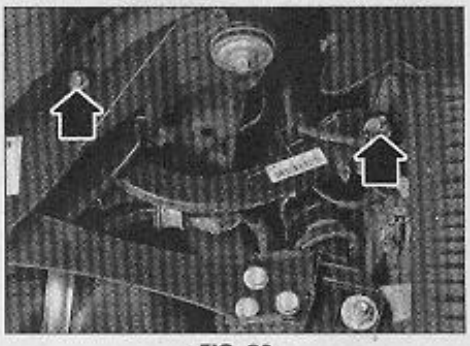

FIG. 20
• Déposer les fixations du bras transversal (Fig.20)